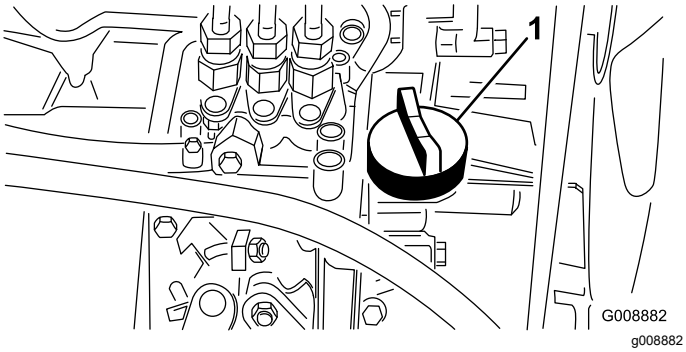

Figur 60
4. Hvis oljenivået er lavt, må du ta av oljelokket (Figur 60) og gradvis helle på små mengder olje, samtidig som du sjekker nivået, til det når opp til Full-merket på peilestaven.